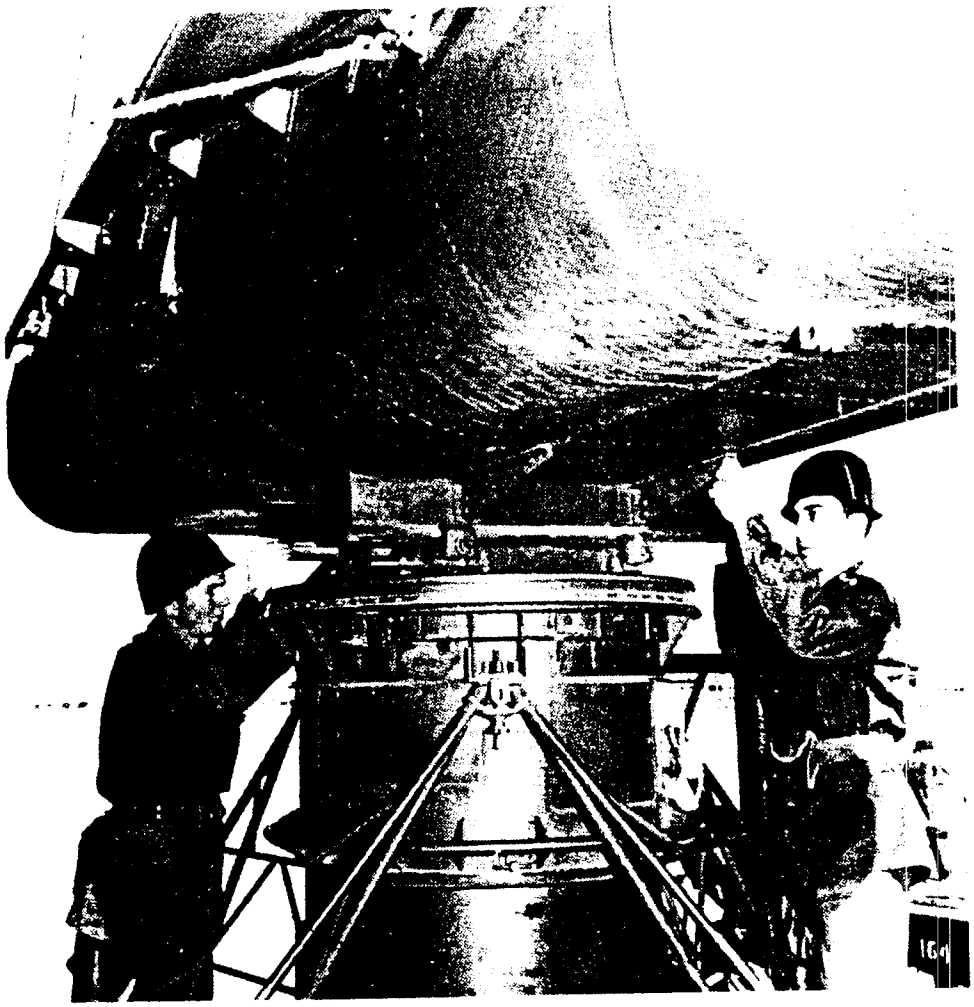

*Figure 199. Placing antenna on drive unit.*
**6** and **7** pivot the derrick until the antenna is positioned directly over the antenna drive unit (fig. 199).